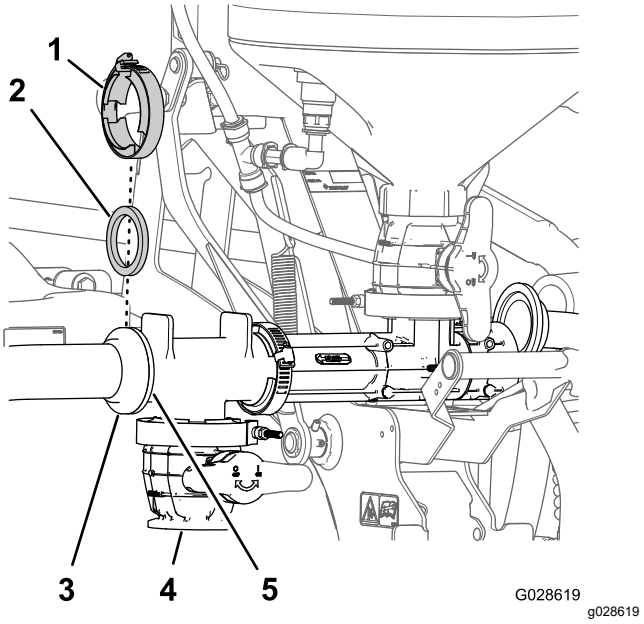

Rysunek 24
3. Ustaw złączkę kołnierzową węża zbiornika równo z przednim kołnierzem złączki spustowej trójnika (Rysunek 24).
4. Zamocuj wąż zbiornika do trójnika za pomocą uszczelki i obejmy kołnierza (Rysunek 24).
5. Unieś i opuść pompę strumieniową, aby upewnić się, że wąż zbiornika nie zahacza o inne części zraszacza (Rysunek 24).